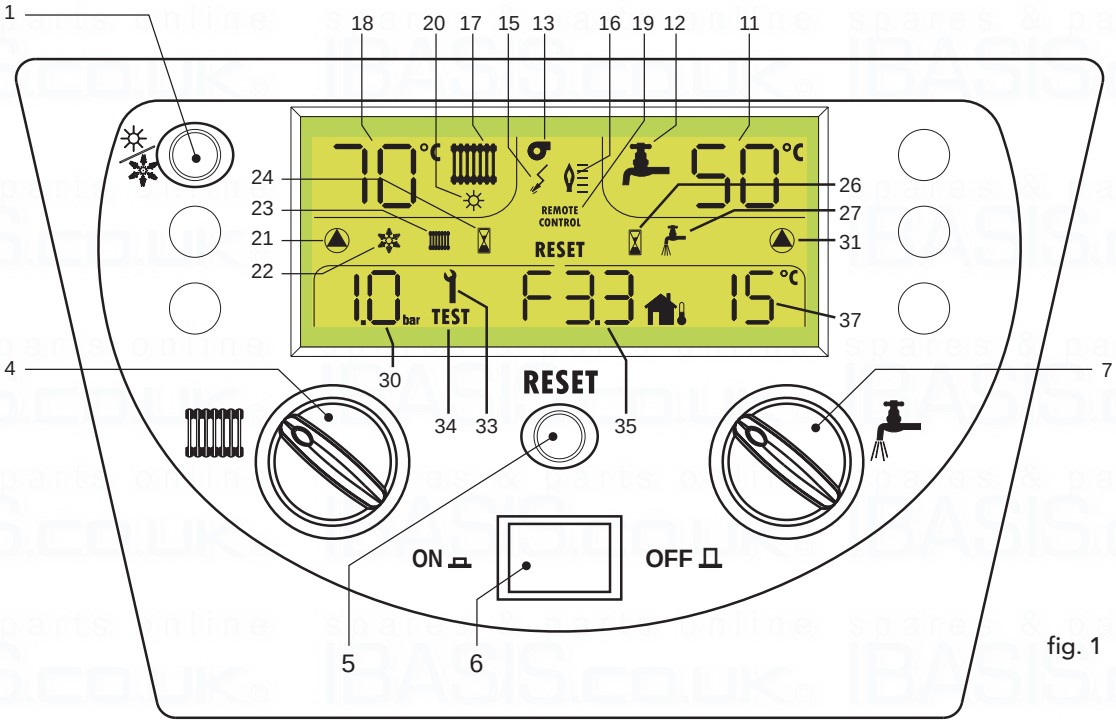

fig. 1
To reset the boiler, press Reset (5 - fig. 1).
This appears when the SUMMER mode is activated (- 1 fig. 1).
- Press the ON/OFF key in to turn on boiler (see fig. 1).
Press the ON/OFF key (see fig. 1).
To select either mode, simply press the key (1 - fig. 1).
If together with the fault the display also shows **RESET**, the user must reset boiler operation by pressing the key RESET (5 - fig. 1). The ignition cycle will thus be repeated.